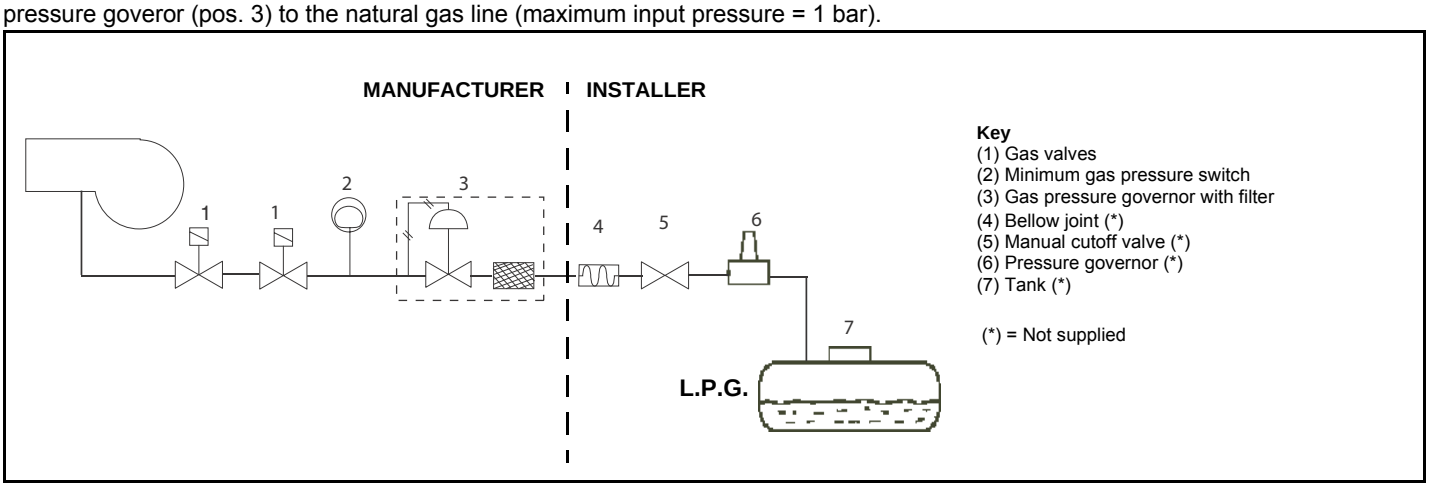

Fig. 7
***ATTENTION: once the gas train is mounted according to the diagram on Fig. 7, the gas proving test mus be performed, according to the procedure set by the laws in force.***